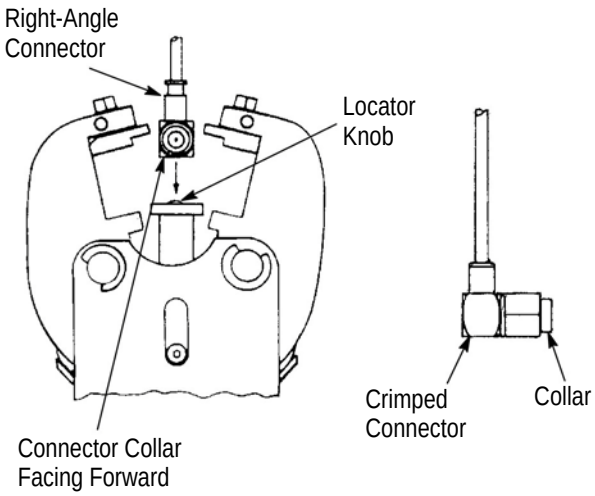

*Figure 11*
1. Slide the connector, flange end first, over the cable end as shown in Figure 11.
— the connector collar faces forward, as shown in Figure 11